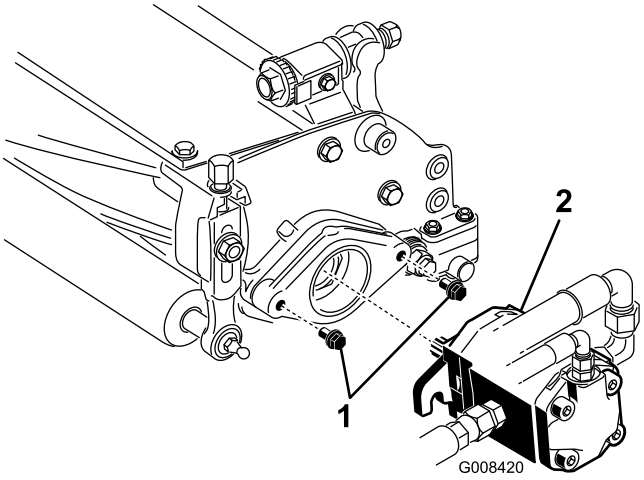

Figur 11
7. Kontrollera att cirka 13 mm av gängorna syns på alla fästskruvar till cylinderdrivmotorn (Figur 11).
8. Täck den räfflade delen på motorns axel med rent fett, och installera motorn genom att rotera den medsols så att motorflänsarna går fria från bultarna. Vrid motorn motsols tills flänsarna omringar tapparna (Figur 11).
9. Dra åt fästskruvarna (Figur 11).